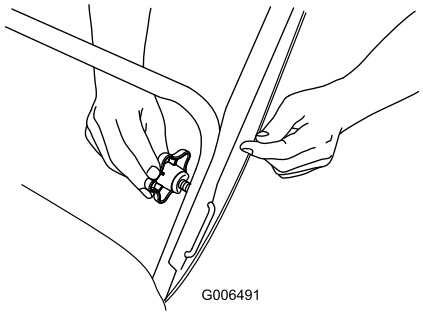

Figure 5
1. "U"-shaped handle lock (2) 2. Handle knobs
2. Insert the end of the "U"-shaped handle lock into the open hole in the handle and tighten the handle knobs until they are snug (Figure 5).